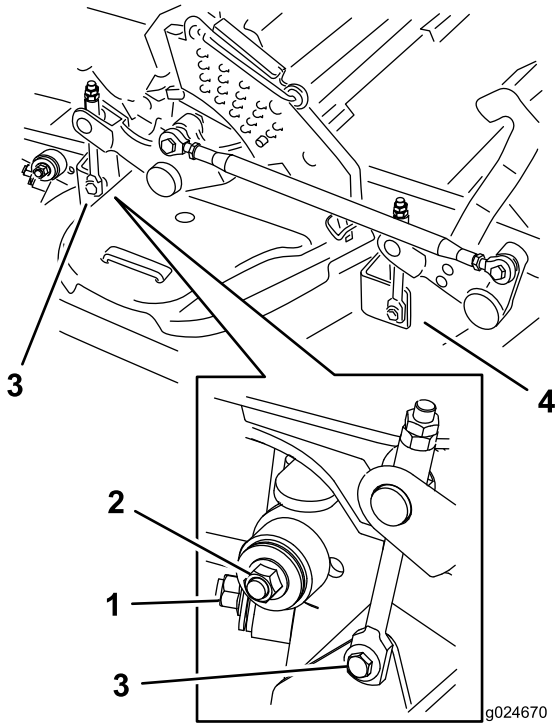

Figur 96
7. Fjern og hold tilbake delene på begge sider av klippeenheten, som vist i Figur 96.